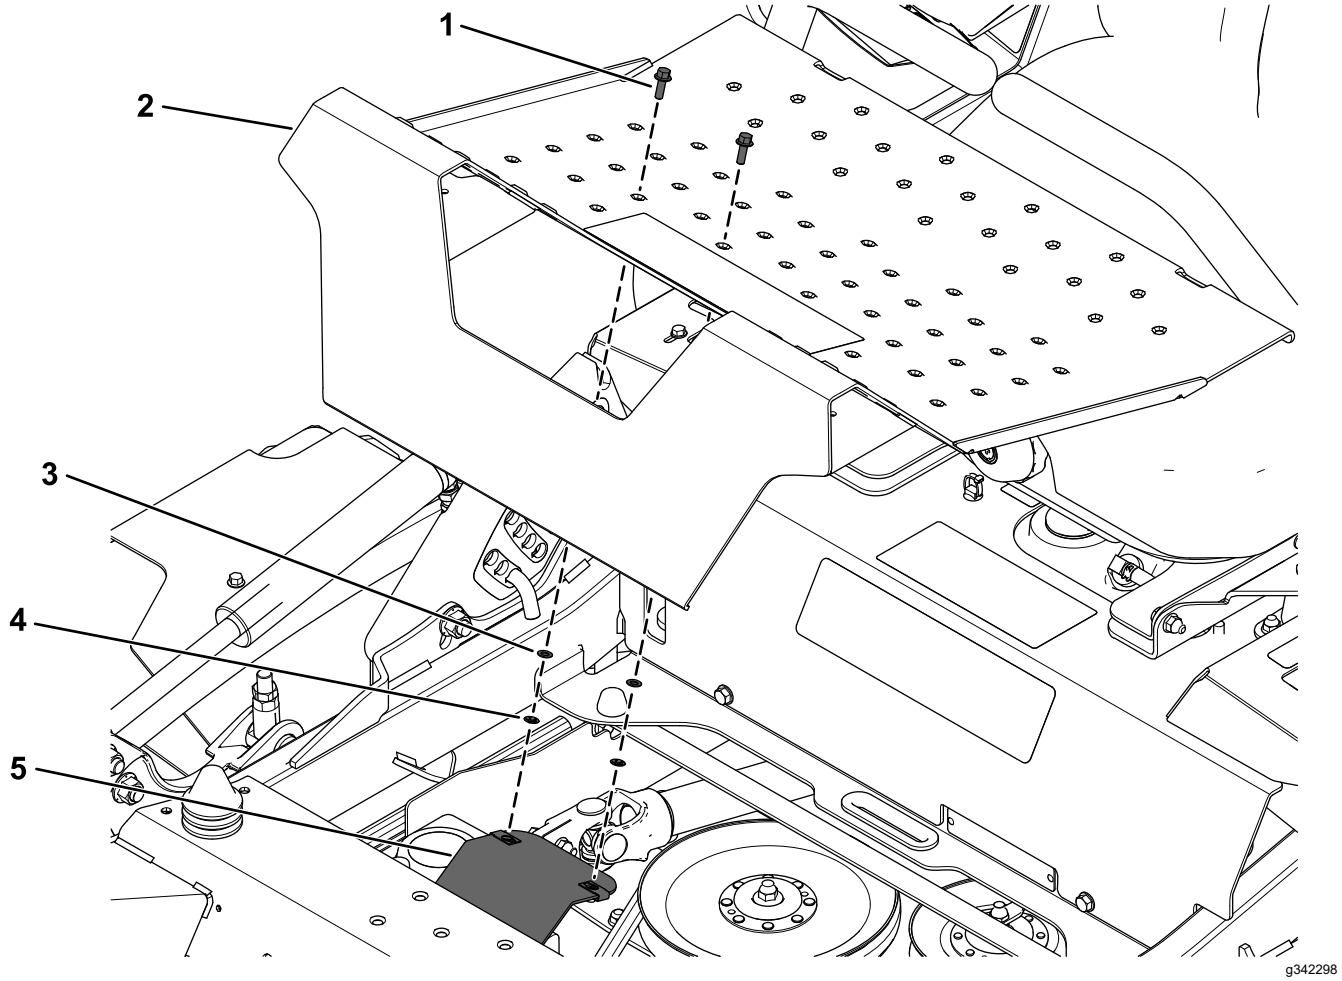

Figuur 28
2. Bevestig de eerder verwijderde bodemplaat met het geïntegreerde tussenstuk, 2 flenskopbouten (¼" x ¾"), 2 platte ringen en 2 drukmoeren (Figuur 28).